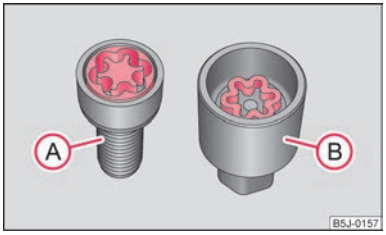

Fig. 108 Principle sketch: Anti-theft wheel bolt with adapter.
– Insert the adapter Ⓑ with its toothed side into the inner toothing of the head of the anti-theft wheel bolt Ⓐ ⇒ Fig. 108.